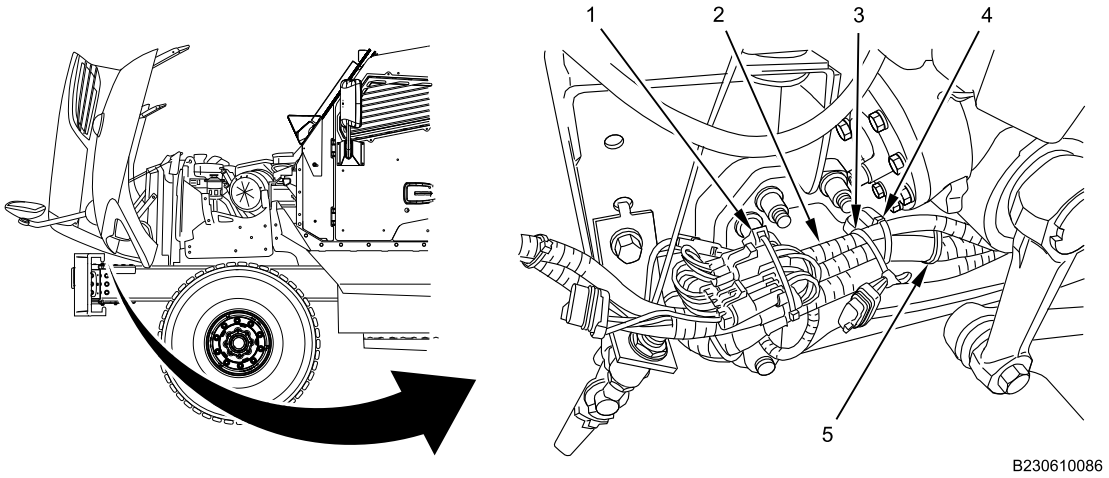

Figure 5. Front Bumper Left Harness Cable Lock Straps.
8. Remove and discard four cable lock straps (Figure 5, Item 1, 3, 4 and 5) fastening forward chassis harness (Figure 5, Item 2) together.